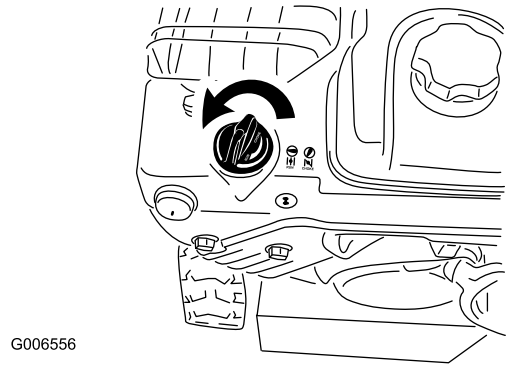

Rysunek 22
5. Ustaw ssanie w pozycji Choke (Rysunek 22).